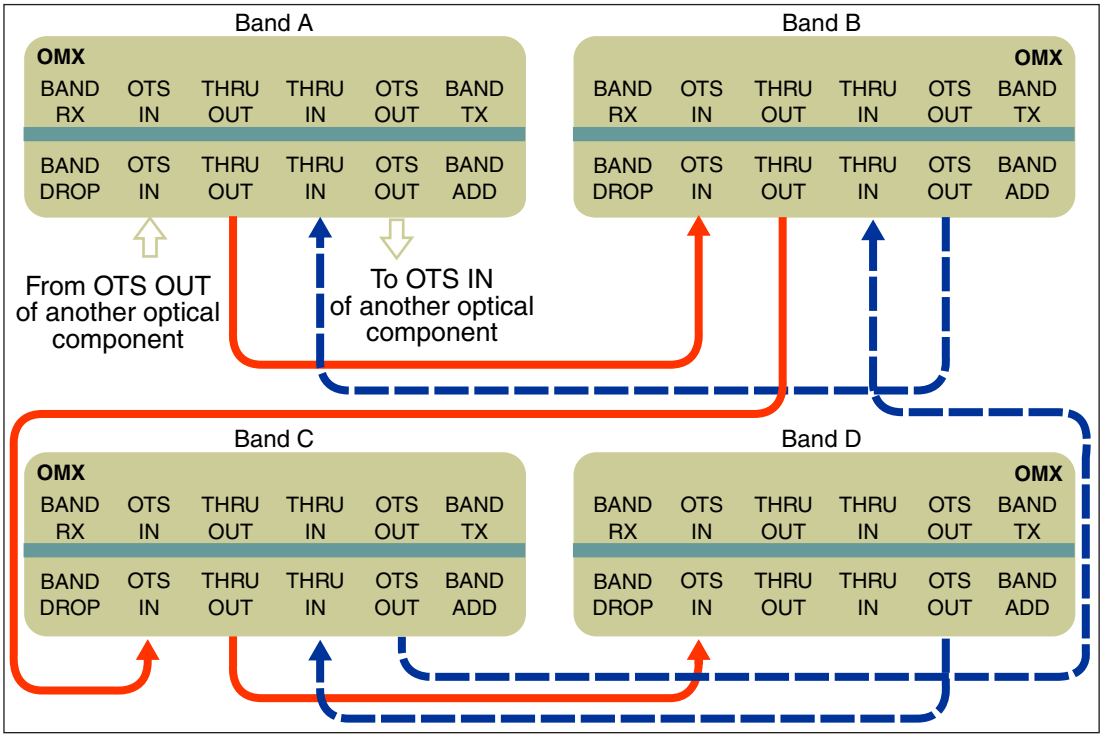

Figure 3-6
Note: See Figure 3-6 on page 3-21.
3	Connect one end of a patch cord to make the optical connections from OMX (A), according to the appropriate table in step 1. Figure 3-1 through Figure 3-6 starting on page 3-17 show the different fibering methods.
6	Repeat step 3 through step 5 until all OMXs in the series are connected. For each repetition, OMX (B) from the previous connection becomes OMX (A) for the current connection, and the next OMX in the series becomes OMX (B). ***Note:*** For single-shelf fibering at sites with multiple OMXs, the series will be OMX (A) west to OMX (A) east, then OMX (A) east to OMX (B) west. In the next repetition, OMX (B) will become OMX (A). Refer to Table 3-10 on page 3-14 and Figure 3-6 on page 3-21.